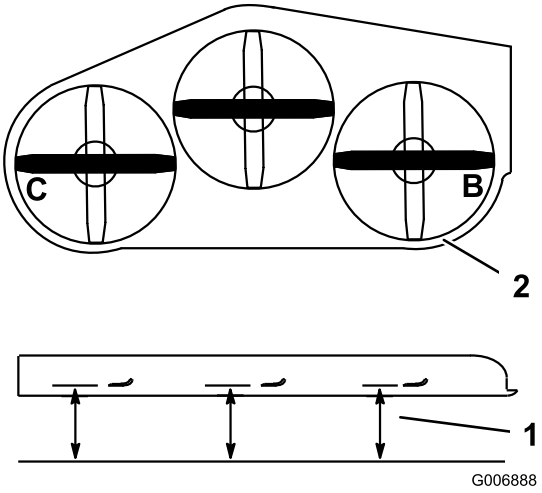

Rysunek 80
1. Ustaw **prawe** ostrze w osi poprzecznej (Rysunek 80).
2. Dokonaj pomiaru prawego ostrza w położeniu **B** od poziomej powierzchni do krawędzi tnącej końcówki ostrza (Rysunek 80).
4. Ustaw lewe ostrze w osi poprzecznej (Rysunek 80).
5. Dokonaj pomiaru lewego ostrza w położeniu **C** (Rysunek 80) od poziomej powierzchni do krawędzi tnącej końcówki ostrza.